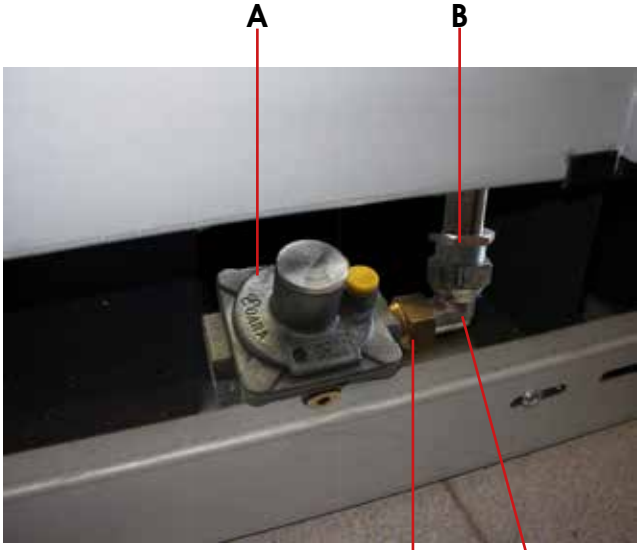

Fig. 2b
- As show in **fig.2b**, screw "A"+"D"+"C" part into "B" part.